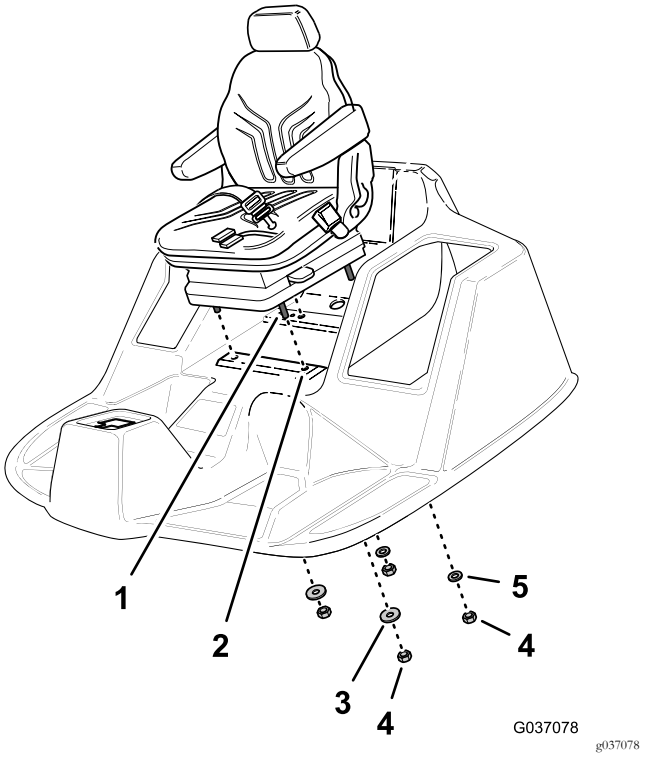

Figura 15
3. Alinee los 4 tornillos de caperuza (8 x 40 mm) del nuevo asiento con los orificios de la plataforma del operador (Figura 15).
5. Monte de forma manual las 2 contratuercas (8 mm) y las 2 arandelas (5/16" x 1") en los 2 tornillos con caperuza delanteros (Figura 15).
6. Monte de forma manual las 2 contratuercas (8 mm) y las 2 arandelas (8 x 17 mm) en los 2 tornillos con caperuza traseros (Figura 15).
6. Monte de forma manual las 2 contratuercas (8 mm) y las 2 arandelas (8 x 17 mm) en los otros 2 tornillos con caperuza (Figura 15).